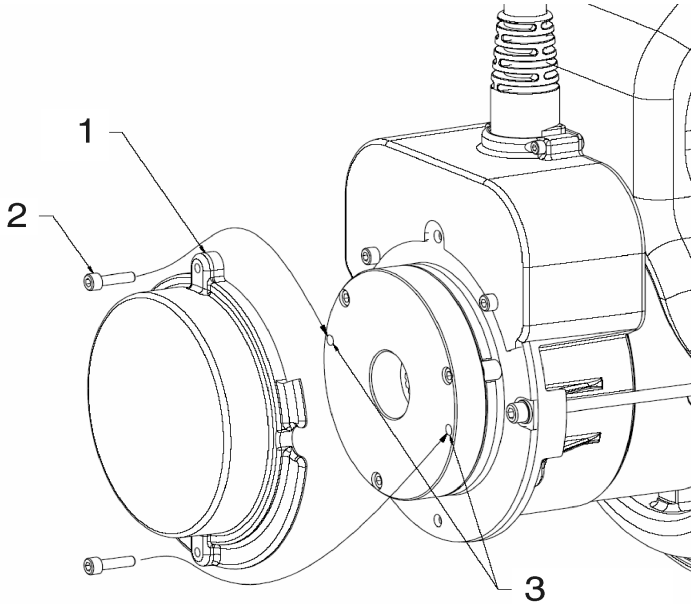

Figure 3-11. Manual Disengage
3. Remove the two **cover bolts (2)** and **brake cover (1).**
4. Insert the **cover bolts (2)** into the two **disengage holes (3)** in the brake housing, see item 3 in Figure 3-11., Manual Disengage.
5. Tighten down the **cover bolts (2)** and the brake on that drive motor will disengage.
7. After towing is complete, chock wheels and remove **cover bolts (2)** from **disengage holes (3)**.
8. Reinstall **brake cover (1)**.